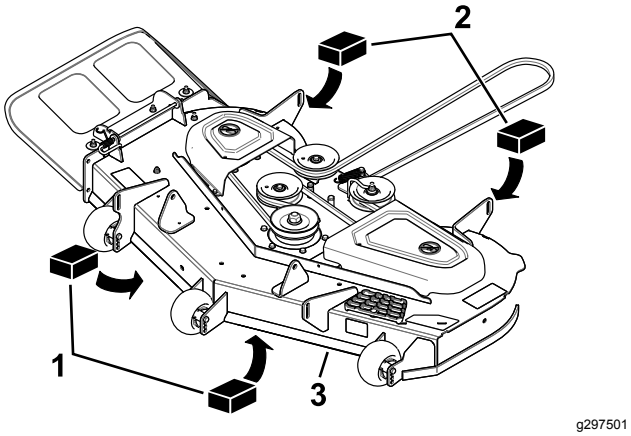

Figuur 73
3. Plaats 2 blokjes met een dikte van 6,6 cm onder elke kant van de voorste rand van het maaidek, maar niet onder de beugels van de antiscalpeerrollen (Figuur 73).
4. Plaats 2 blokjes met een dikte van 7,3 cm onder de achterste rand van de maaikast, één blokje aan elke kant van het maaidek (Figuur 73).